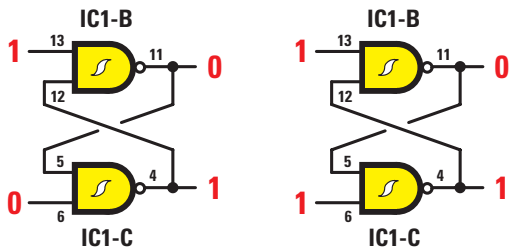

Figure 147 : Deuxième condition.
Dans la deuxième condition (figure 147), nous pouvons noter que, lorsque la broche d'entrée 13 est au niveau logique haut (1) et que le niveau logique de la broche 6 passe du niveau logique haut (1) au niveau logique bas (dessin de gauche), le niveau logique des deux sorties change par rapport à la condition précédente et, par conséquent, nous retrouvons sur la broche 11 un niveau logique bas (0) et sur la broche 4 un niveau logique haut (1). Si la broche d'entrée 6 passe du niveau logique bas (0) au niveau logique haut (dessin de droite), le niveau logique des deux sorties ne change pas et, par conséquent, nous retrouvons de nouveau les niveaux logiques 1-0. Pour remettre les deux sorties aux niveaux logiques 1-0, il est nécessaire que la broche d'entrée 13 (qui est actuellement au niveau logique haut) passe au niveau logique bas (0), comme le montre le dessin de droite.
Chaque fois que l'oscillateur IC2-B/IC2-C envoie sur la broche 6 du FLIP-FLOP une impulsion de niveau logique bas (0), on a un niveau logique bas (0) sur la broche de sortie 11 et un niveau logique haut (1) sur la broche de sortie 4 : c'est la situation de la figure 147 à gauche.
Quand la tension aux bornes du condensateur atteint sa valeur maximale, nous retrouvons un niveau logique haut (1) à l'entrée du NAND IC1-A et, comme ce NAND est monté en inverseur, nous avons en sortie un niveau logique bas (0) qui, atteignant la broche 13 du FLIP-FLOP, change de nouveau les niveaux logiques des sorties comme le montre le dessin de gauche de la figure 147.